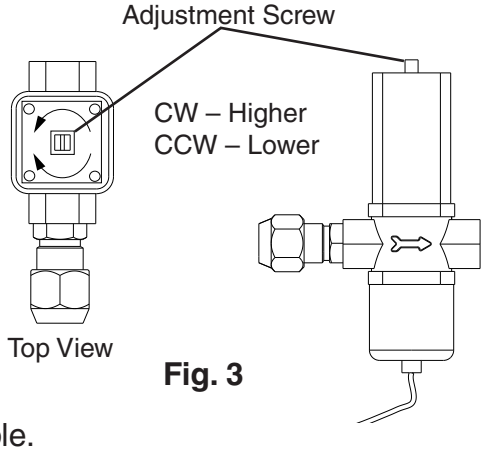

Fig. 3
2) 5 min. after a freeze cycle starts, confirm that the thermometer reads 104°F to 115°F (40°C to 46°C). If it does not, rotate the adjustment screw by using a flat blade screwdriver until the temperature is in the proper range. See Fig. 3. Next, check that the reference pressure is in the range indicated in the Head Pressure table in the Performance Data section. If it is not in the proper range, verify the refrigerant charge.